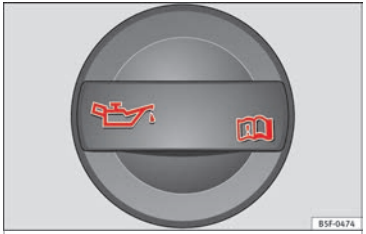

Fig. 169 In the engine compartment: Engine oil filler cap.
- The engine oil filler neck can be recognised by the symbol on the cap ››› Fig. 169 and the dipstick by its coloured handle.